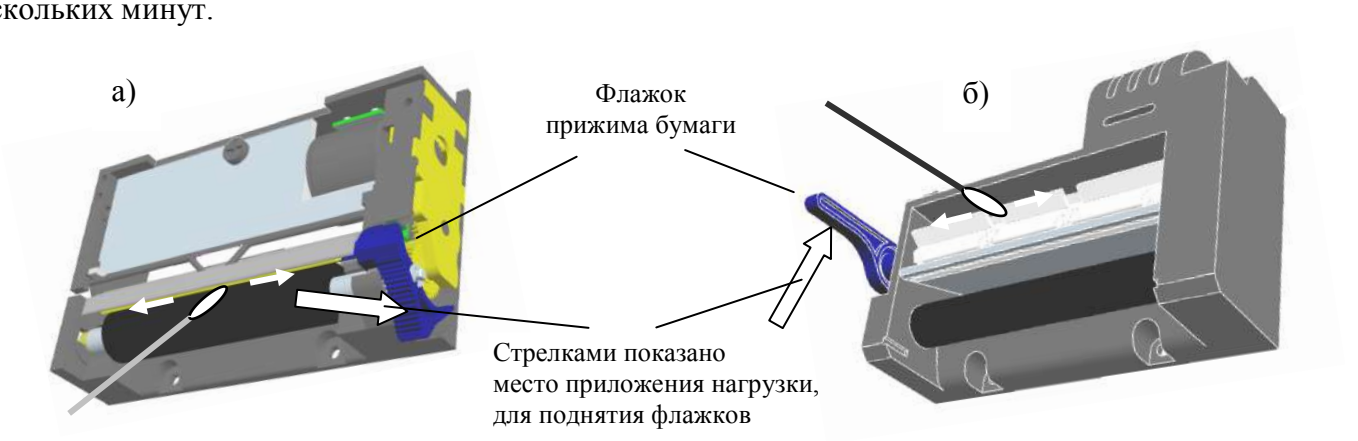

Рис. 28 - Чистка термоголовки принтера
- поднять флажок прижима бумаги (см. Рис. 28);
- бязевым тампоном, намотанным на деревянную палочку, смоченным этиловым или изопропиловым спиртом, протереть термоголовку (см. Рис. 28). Дать просохнуть термоголовке в течение нескольких минут.